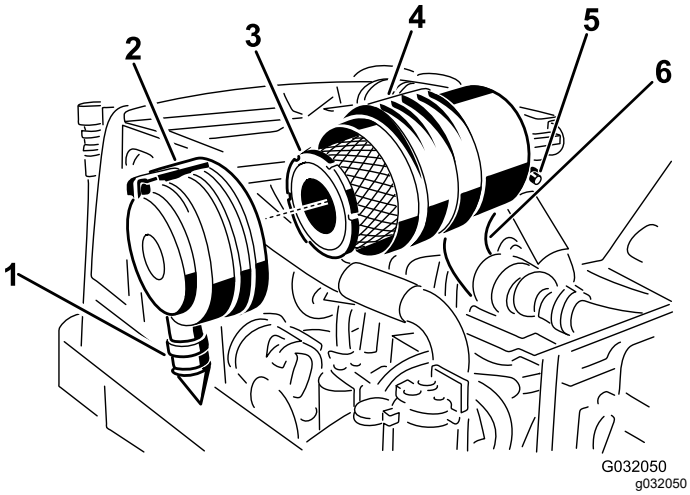

Figur 47
2. Ta bort huvudfiltret (Figur 47).
3. Sätt tillbaka huvudfiltret (Figur 47).
7. Montera kåpan med gummiutloppsventilen i nedåtläge (någonstans mellan klockan 5 och klockan 7 sett från änden) och säkra spärren (Figur 47).